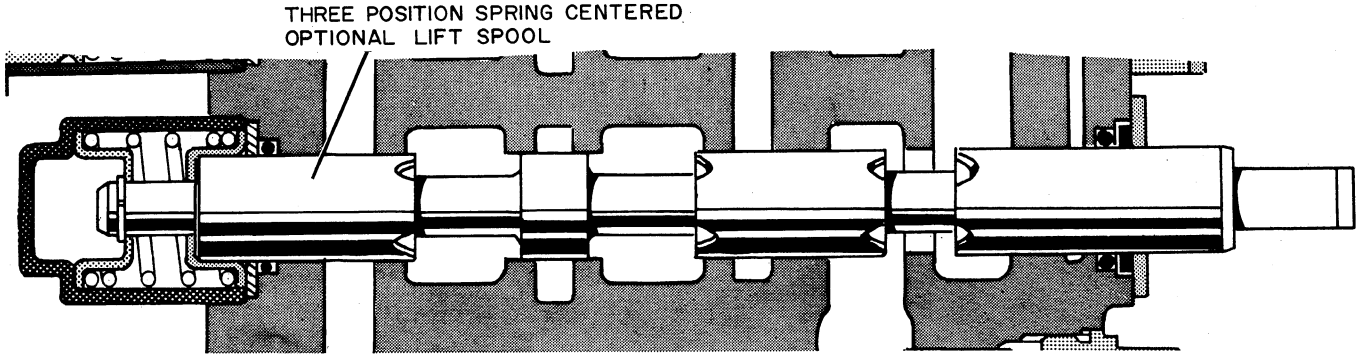

Figure D-7
1. The Optional Lift Spool is a three position spool, with Raise, Neutral and Lower. The Optional Lift Spool is spring centered to return to the Neutral position, Figure D-7. Removal and Disassembly of the Optional Lift Spool is the same procedure as that of the Tilt Spool. Refer to Pages D-11 thru D-12.